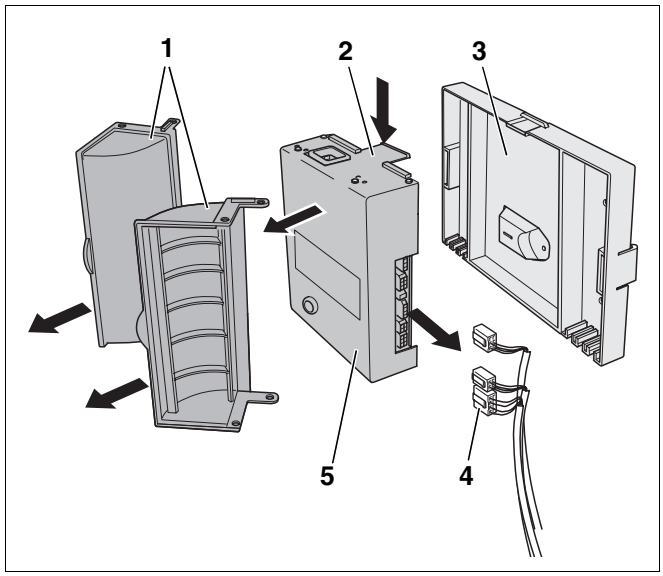

Abb. 2 Feuerungsautomat demontieren
- Abdeckklappen (Abb. 2, **Pos. 1**) öffnen und aushängen. Dazu mit einem Schraubendreher am Scharnier aushebeln.
- Alle Steckverbindungen (Abb. 2, **Pos. 4**) abziehen.
- Laschen (Abb. 2, **Pos. 2**) oben und unten eindrücken und Modul-Feuerungsautomat (Abb. 2, **Pos. 5**) von der Grundplatte (Abb. 2, **Pos. 3**) abnehmen.